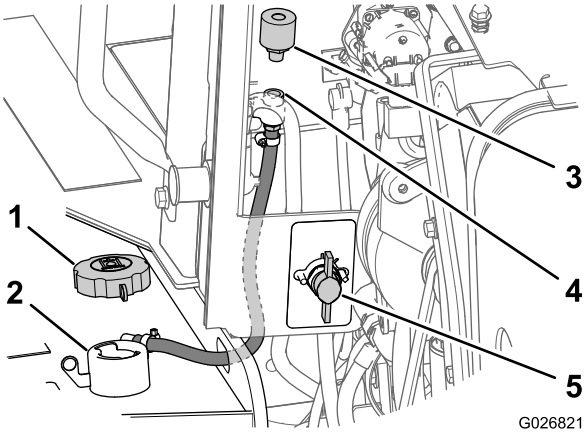

Figura 106
2. Gire el interruptor de desconexión de la batería a la posición de Desconectado (Figura 106).
3. Retire el tapón de llenado del cuello de llenado del depósito (Figura 106).
4. En el lado delantero del compartimiento del motor, retire el respiradero del acoplamiento de tubo girando el respiradero en sentido antihorario (Figura 106).
5. Instale un respiradero nuevo en el acoplamiento del tubo y apriételo a mano solamente (Figura 106).